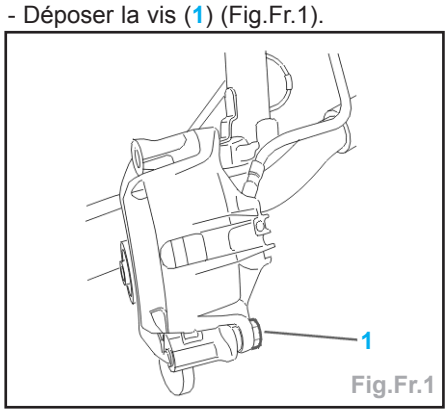

Fig.Fr.1
- Déposer la vis (1) (Fig.Fr.1).